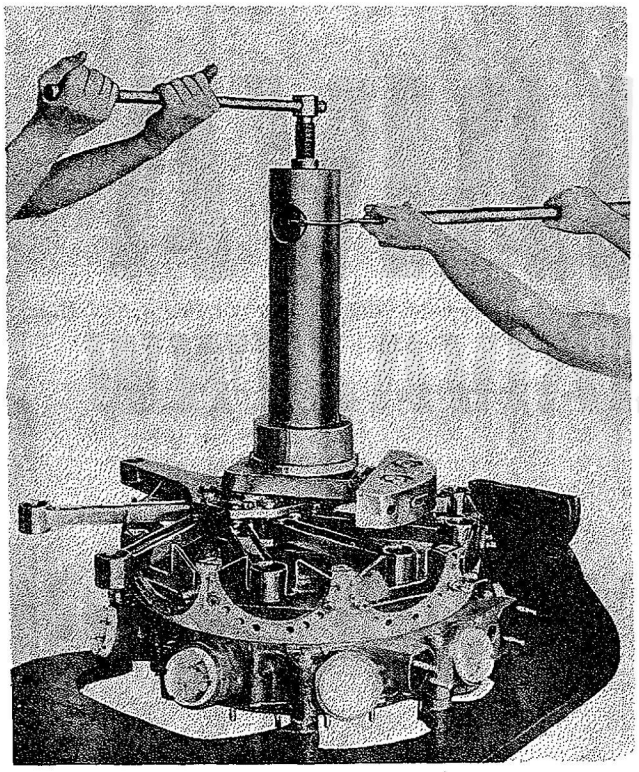

Figure 99—Removing Front Main Bearing Inner Race
b. Install the crankshaft front main bearing inner race puller (Tool No. 84562) and the four segments of the split adapter (Tool No. 84564) on the inner race of the front main bearing, locking the tools in place on the race with the collar on the puller. Remove the bearing inner race. Refer to Figure 99.